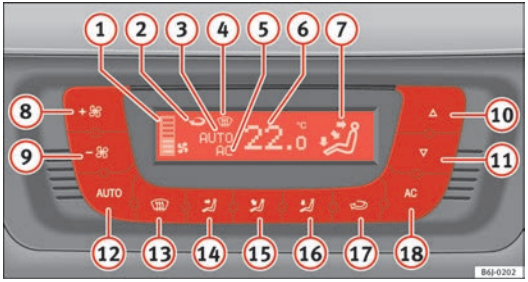

Fig. 90 Climatronic controls on the dash panel
– Press keys (10) and (11) ⇒ fig. 90 to adjust temperature.
(1) Blower level indicator.
(2) Air recirculation display:
(3) Display **AUTO** (Automatic operation)
(4) Demisting indicator
(5) AC indicator (Cooling connected)
(6) Interior temperature indicator selected
(7) Air flow direction indicator
(8) Fan speed increase
(9) Fan speed decrease
– Press the button AUTO. The indication ⇒ page 122, fig. 90 (7) is visible.
– Press keys (10) and (11) ⇒ page 122, fig. 90 to adjust the desired temperature inside the vehicle. We recommend you adjust the temperature to 22°C (72°F).
– Press one of the buttons ⇒ page 122, fig. 90 (14) to (16) or press the blower control (8) and (9) down. The indicator is switched off (3).
The blower can be adjusted with buttons (8) and (9) ⇒ page 122, fig. 90. If the blower is off (level (1) is not shown on the screen) and button (9) is kept pressed down, the Climatronic switches off. Then **OFF** is displayed on the screen.
– Press the button [illegible] to switch air recirculation mode on or off. This is ON if the symbol ⟲ ⇒ page 122, fig. 90 is displayed on the screen.